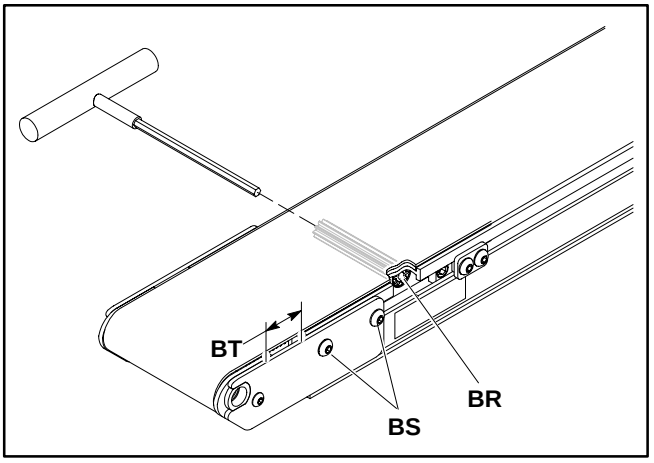

Abbildung 30
9. Einen 5 mm Sechskantschlüssel zu beiden Seiten des Ritzels einführen (BR siehe Abbildung 30). Das Ritzel drehen, um die Spalte am Spannende (BU) auf 30 mm zu vergrößern.